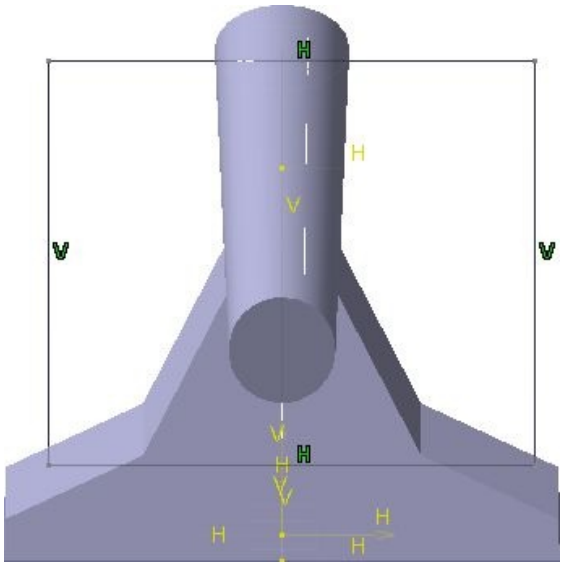

Figure 6-86 *Rectangle drawn to create a pocket*
11. Draw a rectangle arbitrarily to cut the portion of the drafted feature, refer to Figure 6-86. Make sure that the rectangle covers both the features.